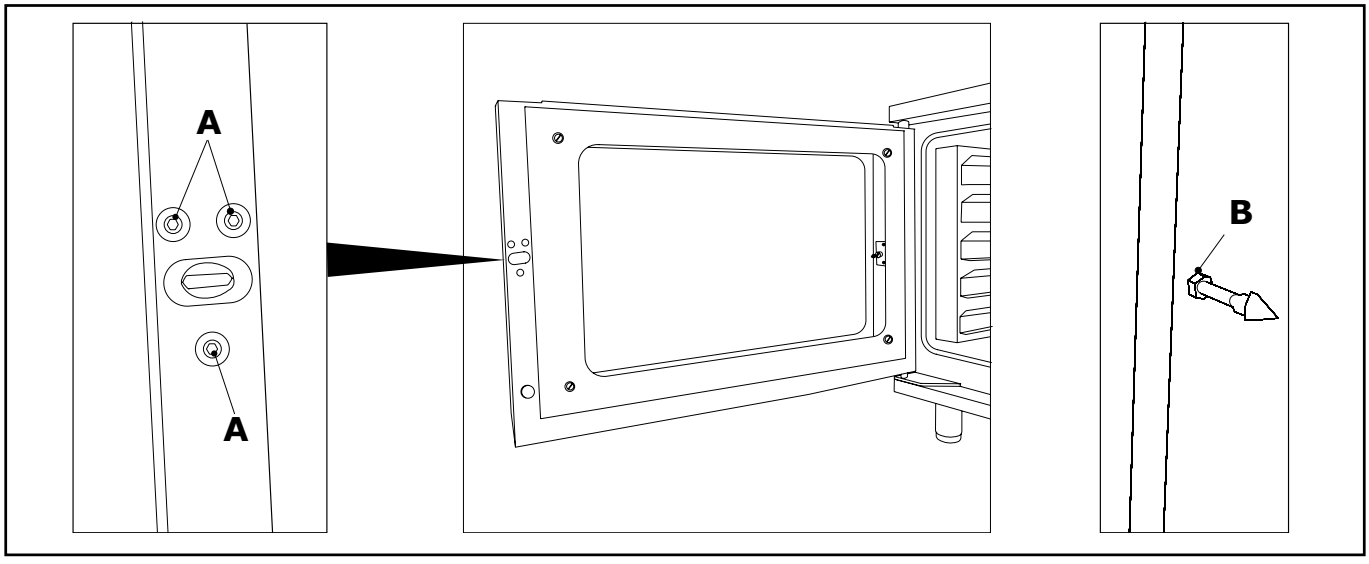

fig. 11
2) Svitare le viti (**A** - fig. 11).
4) Se necessario, ruotare il dado (**B** - fig. 11) del gancio in senso orario o antiorario per regolare la corretta chiusura della maniglia, curando il giusto orientamento della punta del gancio.